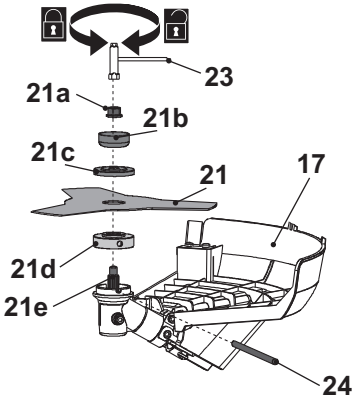

Fig. 9
2. Insert the spindle lock rod (24) into the hole to lock the spindle (21e).
3. Loosen the trimmer head (18) clockwise by hand and remove it together with the locking flange (21c).
4. Fit the cutter blade (21) onto the spindle (21e). Ensure that the cutter blade (21) sits flush on the extruded ring on the backing flange (21d).
5. Place the locking flange (21c) onto the cutter blade (21).
6. Secure the cutter blade (21) by tightening the nut (21a) counter-clockwise using the supplied multi tool (23) and spindle lock rod (24).
7. Remove the multi tool (23) and the spindle lock rod (24).
8. Remove the blade protector (21f) (if provided) from the cutter blade (21) before operation (Fig. 9).